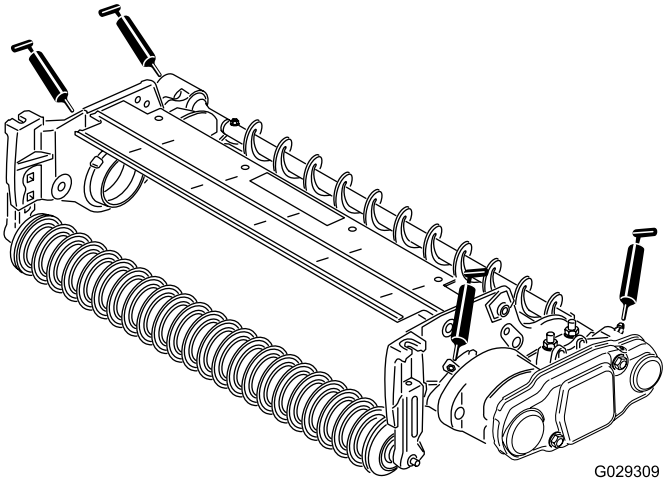

Figure 19
26. Lubrifiez les graisseurs de chaque logement de roulement de la brosse de rouleau et du reste du plateau de coupe avec de la graisse universelle au lithium nº 2. (Figure 19).